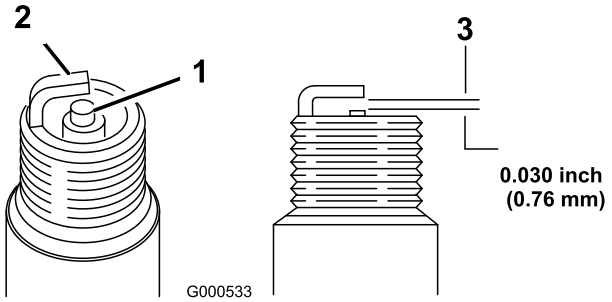

Figur 26
5. Indstil afstanden på det nye tændrør til 0,76 mm (Figur 26).